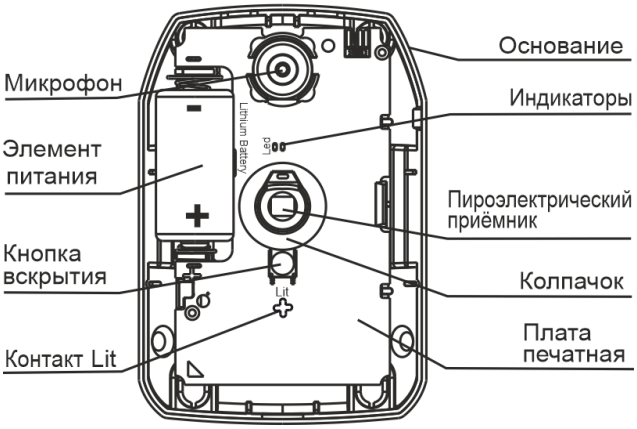

Рисунок 3
5.1 Конструктивно извещатель выполнен в виде блока, состоящего из основания и съемной крышки. Внутри блока смонтирована печатная плата с радиоэлементами (рисунок 3).
2 Выдернуть изолятор ЭП или установить ЭП, соблюдая полярность (см. рисунок 3) и в течение 60 с дать извещателю выйти в дежурный режим.